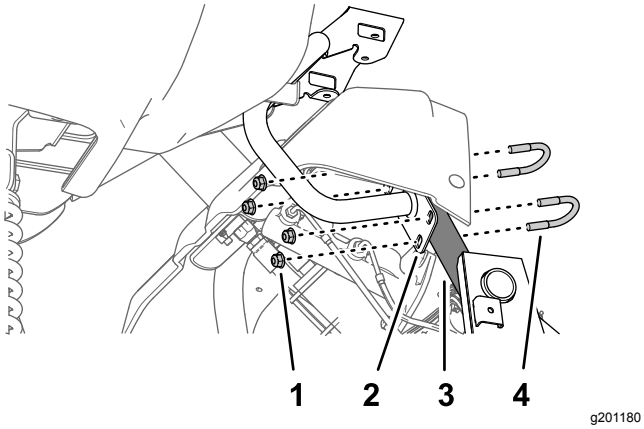

Figur 164
3. Monter pladen til monitorens monteringsbeslag på støtterøret til maskinens stel (Figur 164) med de 2 bøjleskruer og 4 flangelåsemøtrikker (5/16").